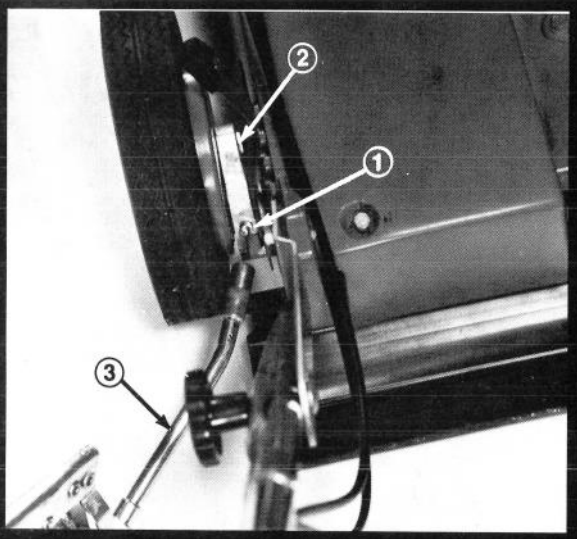

Afbeelding 24
2. Bevestig de doorsmeerspuit in de fitting en breng de smering aan (Afb. 24). (Ongeveer 2 a 3 maal pompen.)